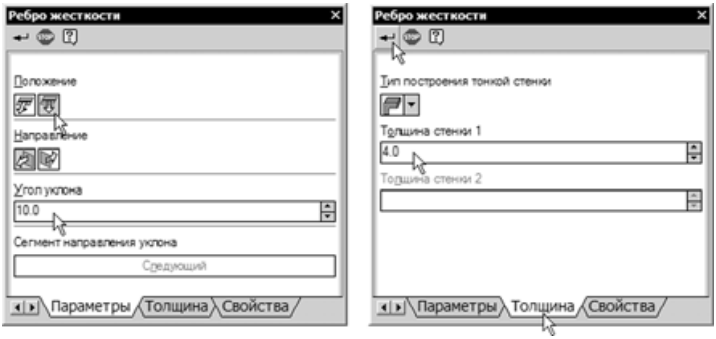

Рис. 6.100
- Включите кнопку **Ортогонально эскизу**, в поле **Угол наклона** введите значение наклона ребра 10 (рис. 6.100). Затем откройте вкладку **Толщи-**